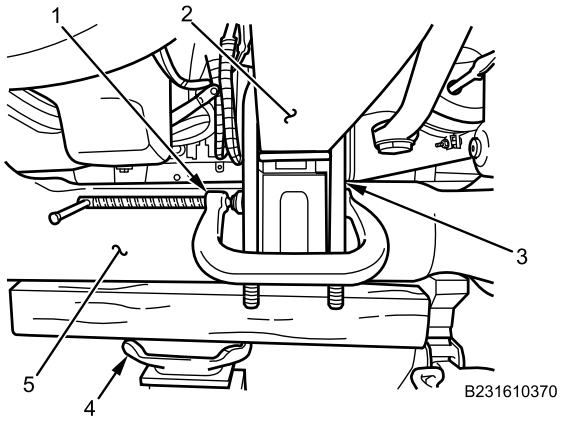

Figure 9. Front Spring U-Bolts Installation.
5. Using C-clamp (Figure 9, Item 1), install front spring U-bolts (Figure 9, Item 3) on front spring (Figure 9, Item 2) and axle (Figure 9, Item 5).
6. With hydraulic jack (Figure 9, Item 4), raise axle (Figure 9, Item 5) until axle lightly contacts spring (Figure 9, Item 2).